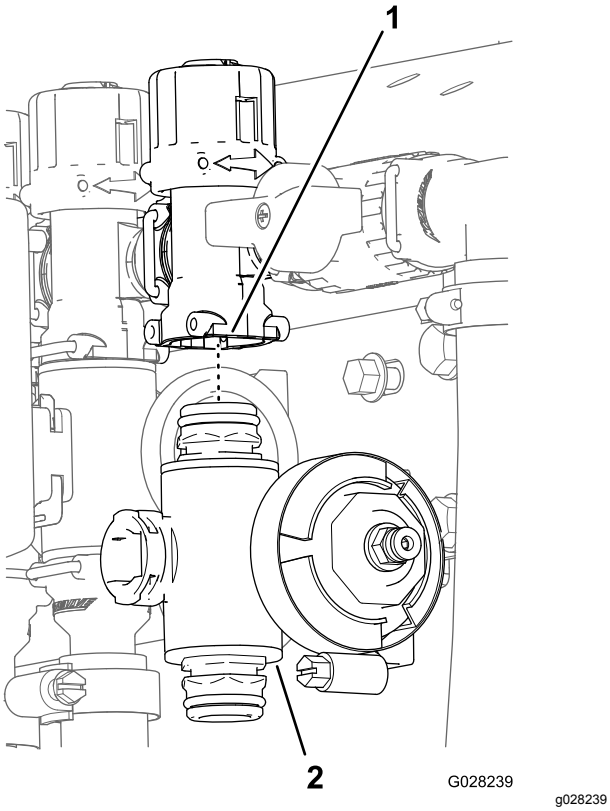

Figur 106
3. For venstre eller høyre bomseksjonsventiler: fjern flenshodeskruene og de flensede låsemutterne som sikrer seksjonsventilen(e) til ventilfestet, og fjern ventilmanifoldet fra maskinen. For midtre seksjonsventil: fjern seksjonsventilmanifoldet fra maskinen (Figur 106).